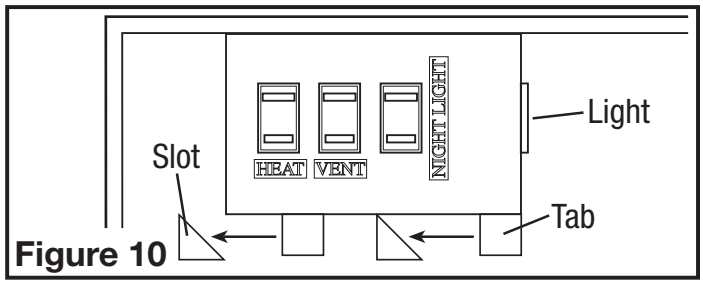

Figure 10
4. Reinstall the wire compartment cover by sliding the tabs at the bottom of the cover into the slots in the housing. Make sure all wires are tucked inside of the compartment and are not being pinched or showing through. Reinstall the two screws removed in **Step 3** of **SECTION 1** *Preparing the Unit* **(Figure 10)**.